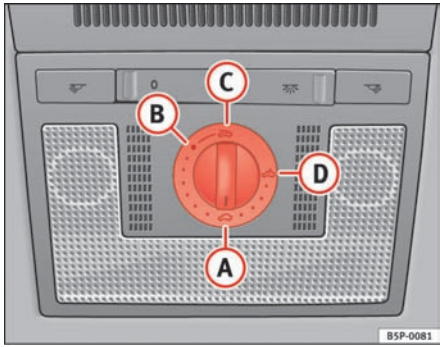

Fig. 69 Roof lining description: rotary control for sliding sun roof/ deflector
– Turn the rotary button to position (A) ⇒ page 109, fig. 69 ⇒ ⚠.